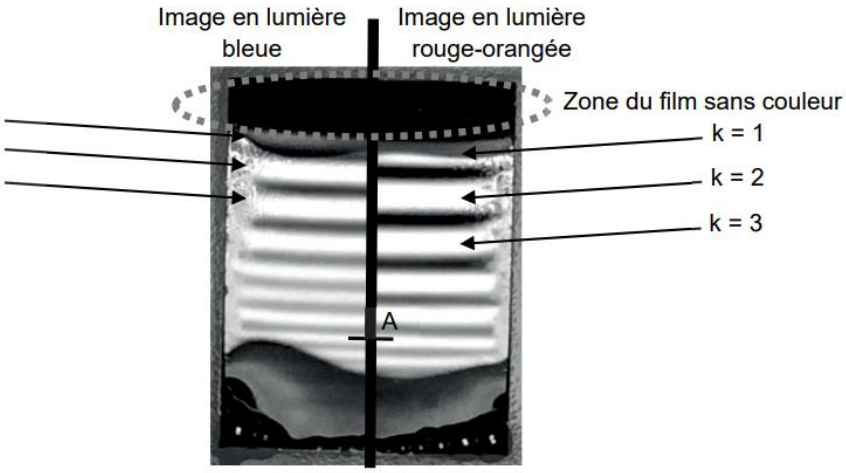

Figure 5. Montage photo des résultats des deux expériences
2.3. **(0,5 pt)** La zone sans couleur de la figure 5 en haut du support correspond à une épaisseur de film très faible. On obtient alors des interférences destructives. On observe qu'au cours du temps la surface de cette zone s'étend vers le bas. Proposer une explication.
2.4. **(1 pt)** Sur la photo de la figure 5, au niveau du point A, on observe des interférences constructives à la fois en lumière bleue et en lumière rouge-orangée. Déterminer l'épaisseur du film de savon au point A afin de rendre compte de ces observations.